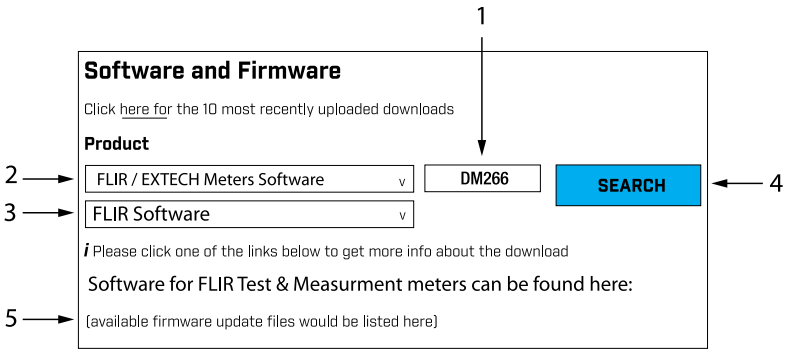

**Figure 16.3** The Software and Firmware page on the support site.
5. For Figure 16.3, below, 1. Type **DM266** in the search field; 2. Select **FLIR / Extech Meters Software** from the pull-down menu; 3. Select **FLIR Software** from the pull-down menu; 4. Click **SEARCH**; 5. Click the upgrade file to download it to your PC.